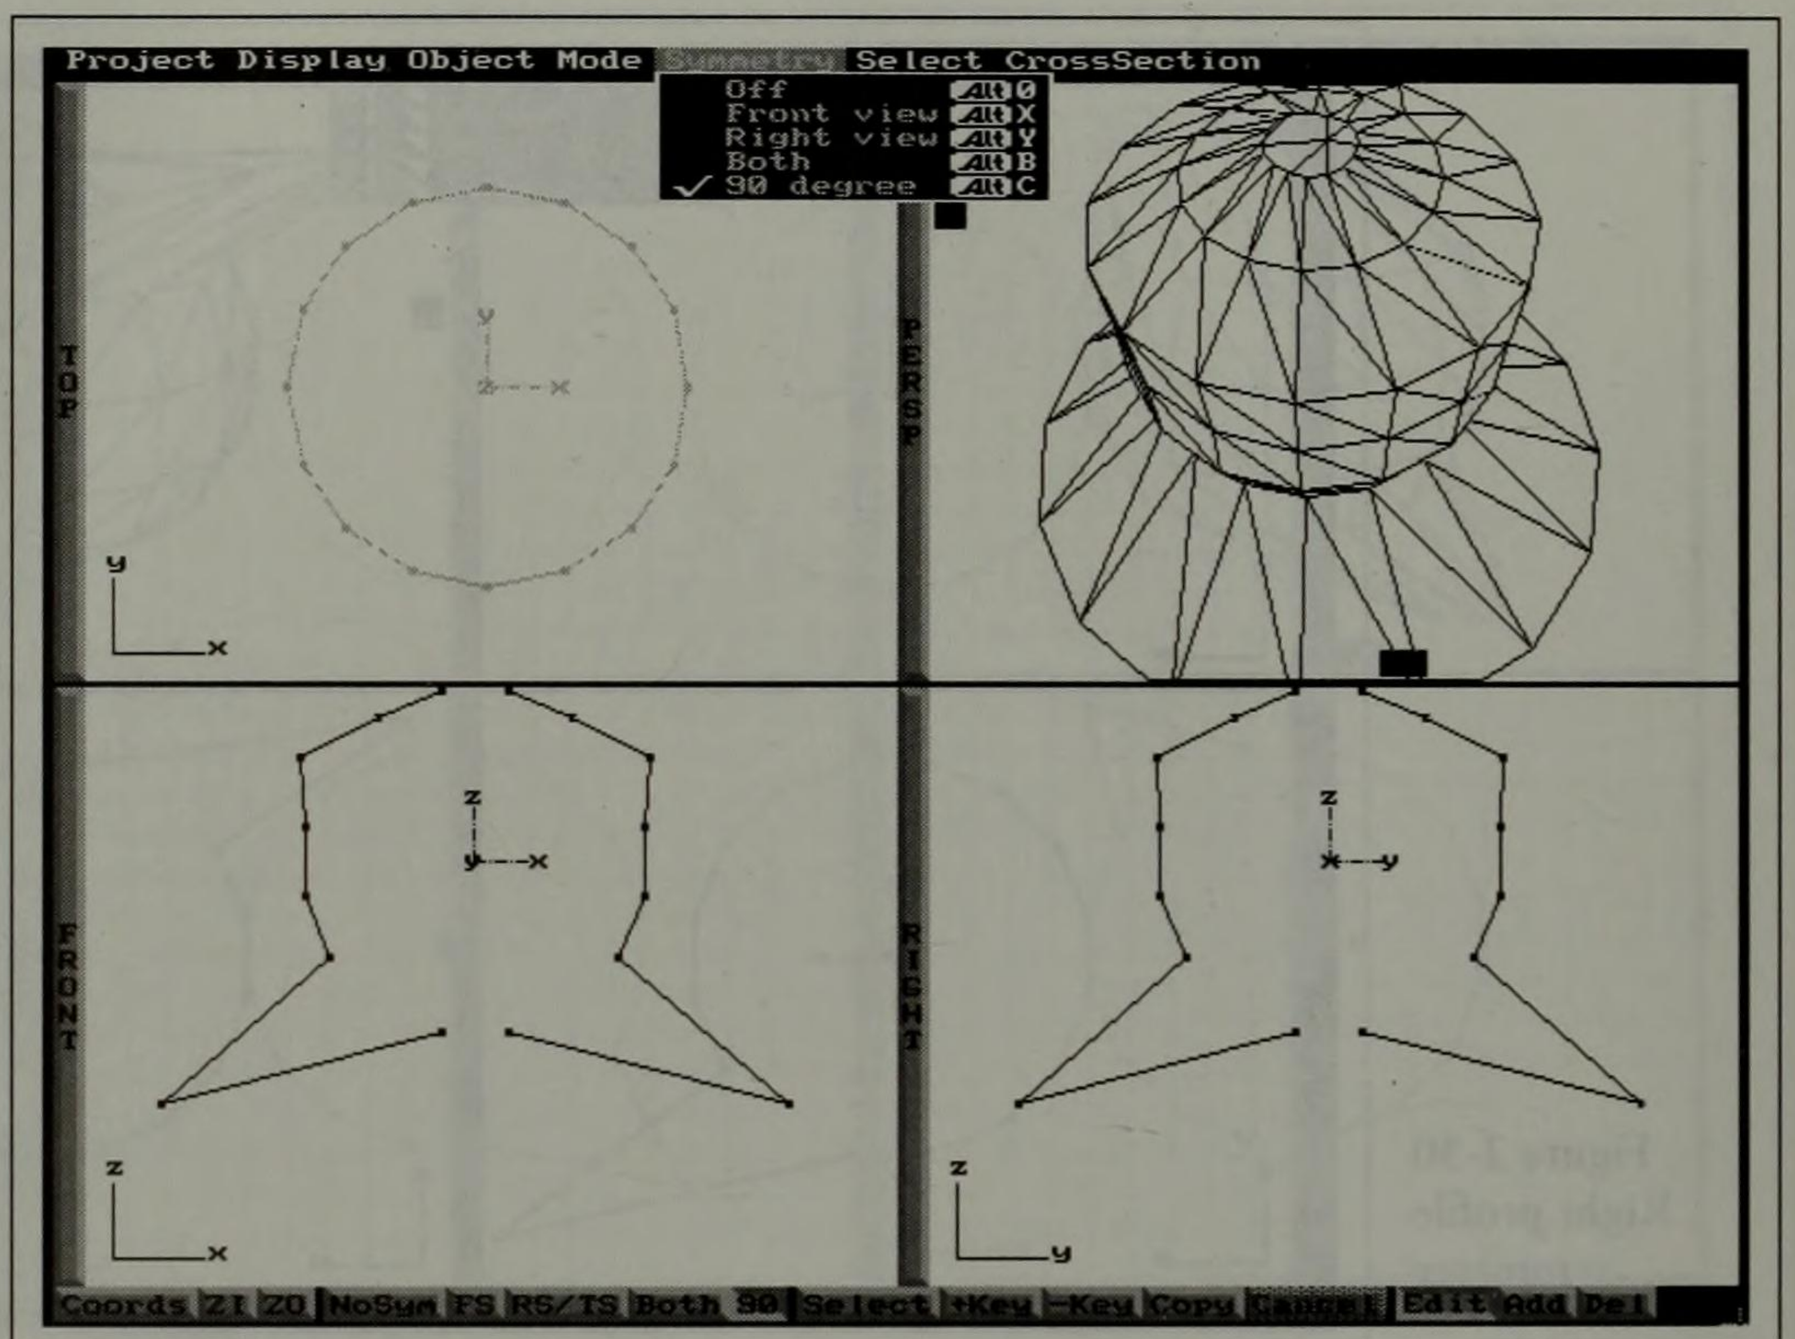

Figure 2-32 90 degree symmetry
- **90 degree**: Front and Right views are symmetrical with each other. This option allows you to create circular shapes in profile (shown in Figure 2-32).